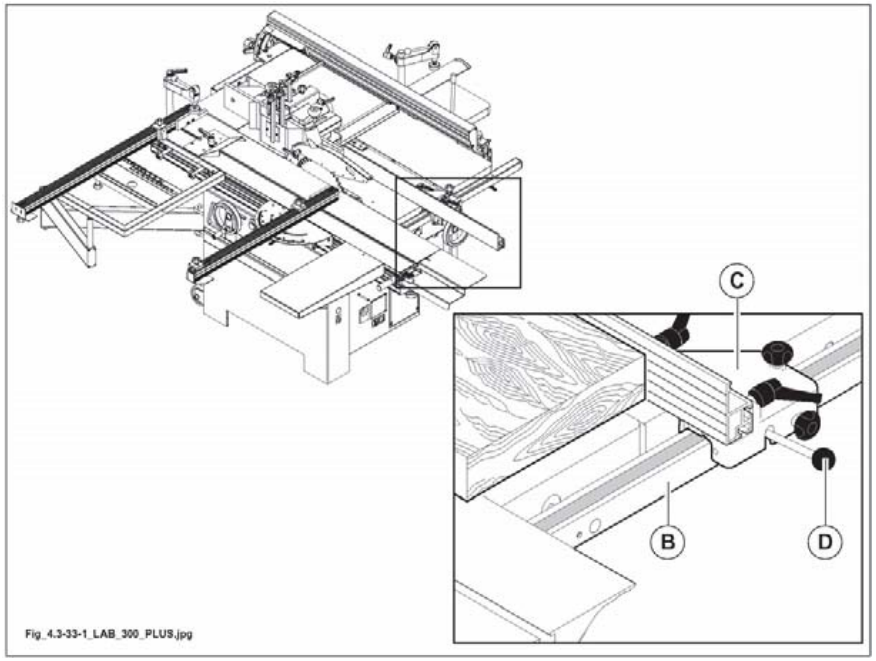

Abb. 4.3-33-1
- Setzen Sie die Halterung (C Abb. 4.3-33-1) auf die Führung (B Abb. 4.3-33-1) und ziehen Sie den Hebel (D Abb. 4.3-33-1) fest.